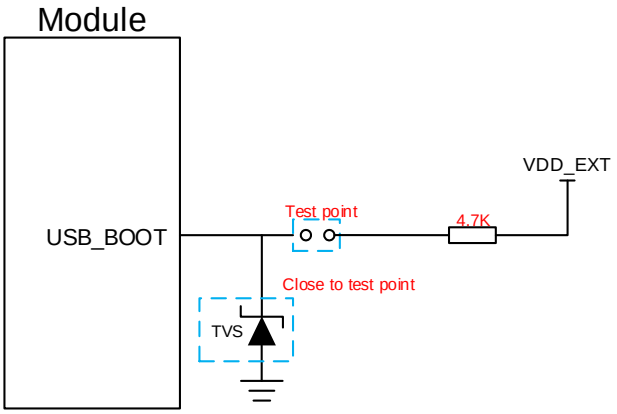

Figure 28: Reference Circuit of USB_BOOT Interface
2. When using MCU to control module to enter the emergency download mode, please follow the above timing sequence. It is not recommended to pull up USB_BOOT to 1.8V before powering up VBAT. Short the test points as shown in ***Figure 28*** can manually force the module to enter download mode.